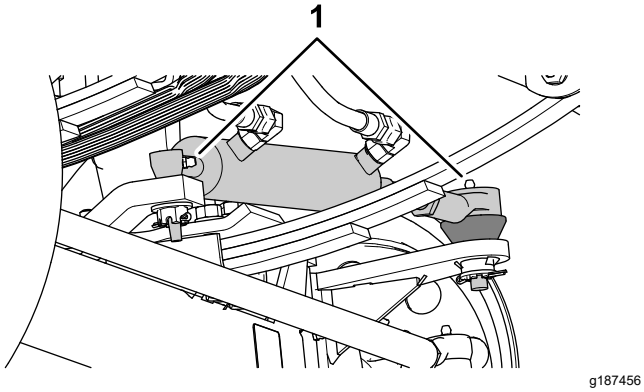
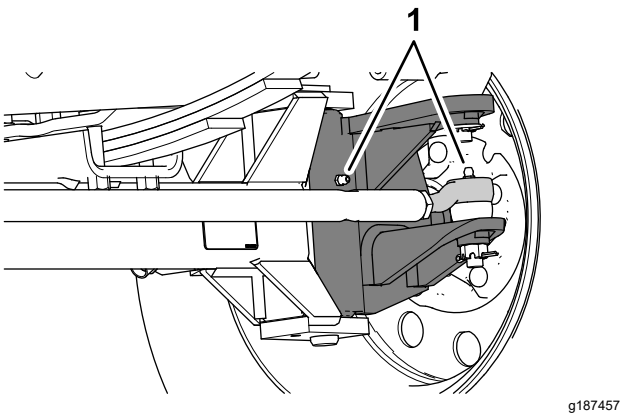

Figura 66
Figura 67
1. Limpe os bocais de lubrificação (Figura 66 e Figura 67).
2. Introduza o lubrificante nos bocais de lubrificação (Figura 66 e Figura 67).
Nota: As posições dos bocais de lubrificação estão ilustradas na Figura 66.